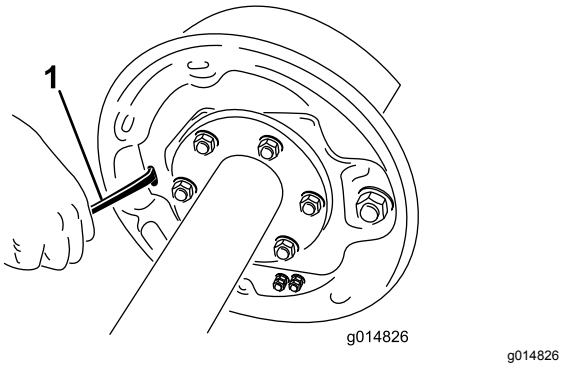

**Figur 62**
4. Vrid om stjärnhjulet på justeringsenheten med hjälp av en skruvmejsel för att expandera bromsskorna (Figur 62).